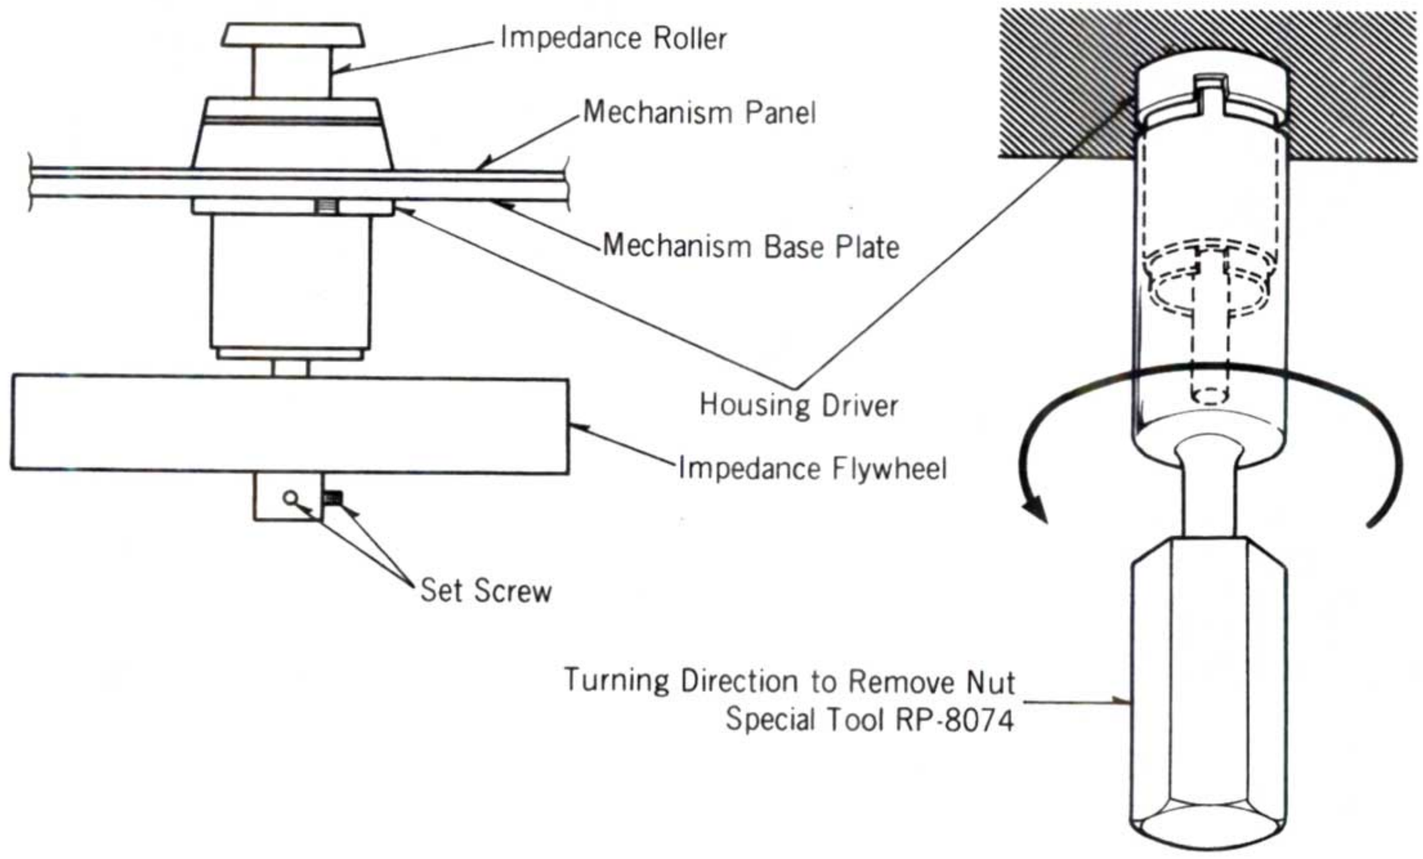

Fig. 25
2. Remove the housing driver with special tool (RP-8074) as shown in fig. 25.